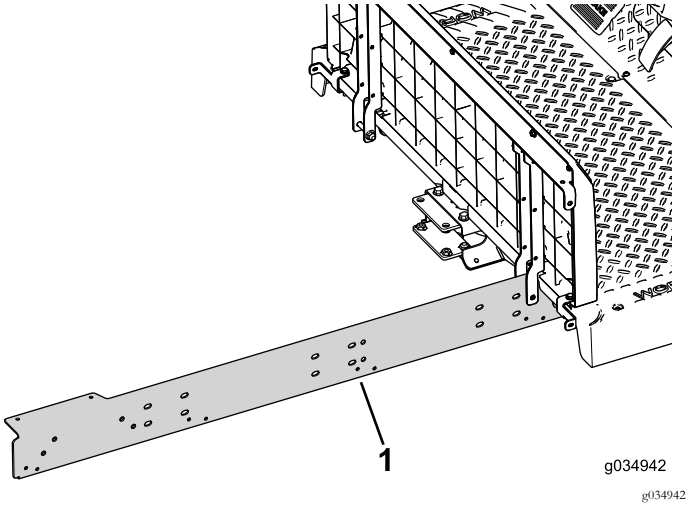

Рисунок 70
2. Свободно установите, не затягивая, удлинительную балку на правую сторону машины (Рисунок 70).